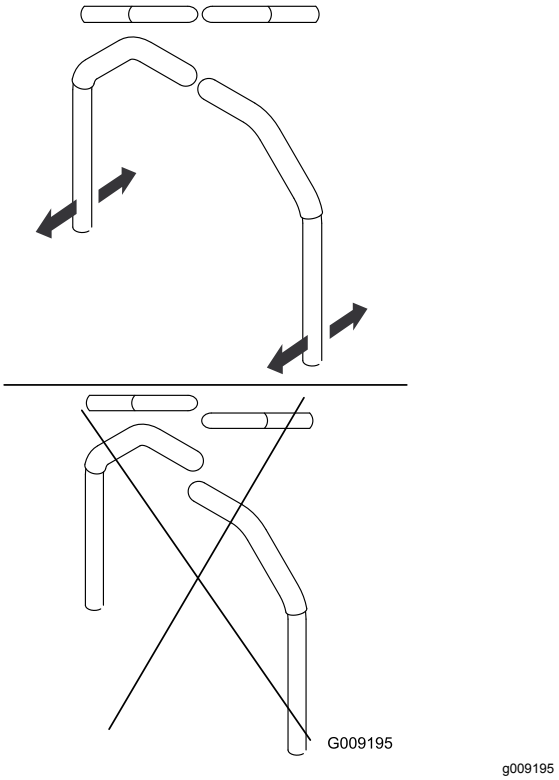

Figur 60
3. Innrett foran-til-bak-stilling for håndtakene ved å bringe dem sammen til nøytral stilling, og føre dem til de er innrettet (Figur 60).